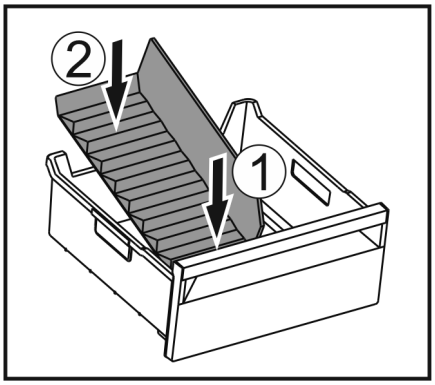

*Fig. 187*
▶ Introduceți partea frontală a separatorului pentru compartimentul de gheață. *Fig. 187 (1)*
▶ Coborâți partea posterioară a separatorului pentru compartimentul de gheață până la baza sertarului. *Fig. 187 (2)*